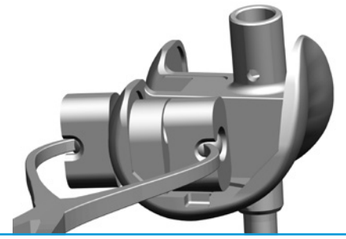

Fig. 58b
- For cement fixation of the augments, apply cement between the augment and femoral component, as well as to the rails of the femoral component **(Fig. 58b)**.